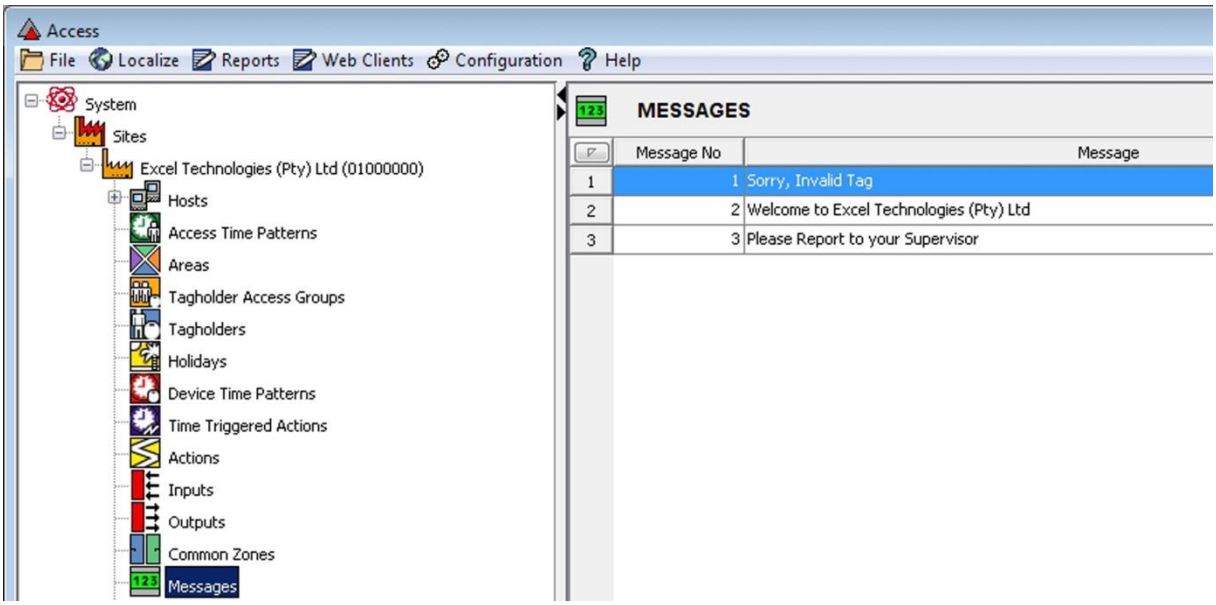

Figure 30 – Messages Screen
7. In the Action Parameters dialog, in the Text Message Number textbox enter the appropriate message number. For example based on the Figure 30, enter 2 to display “Welcome”.